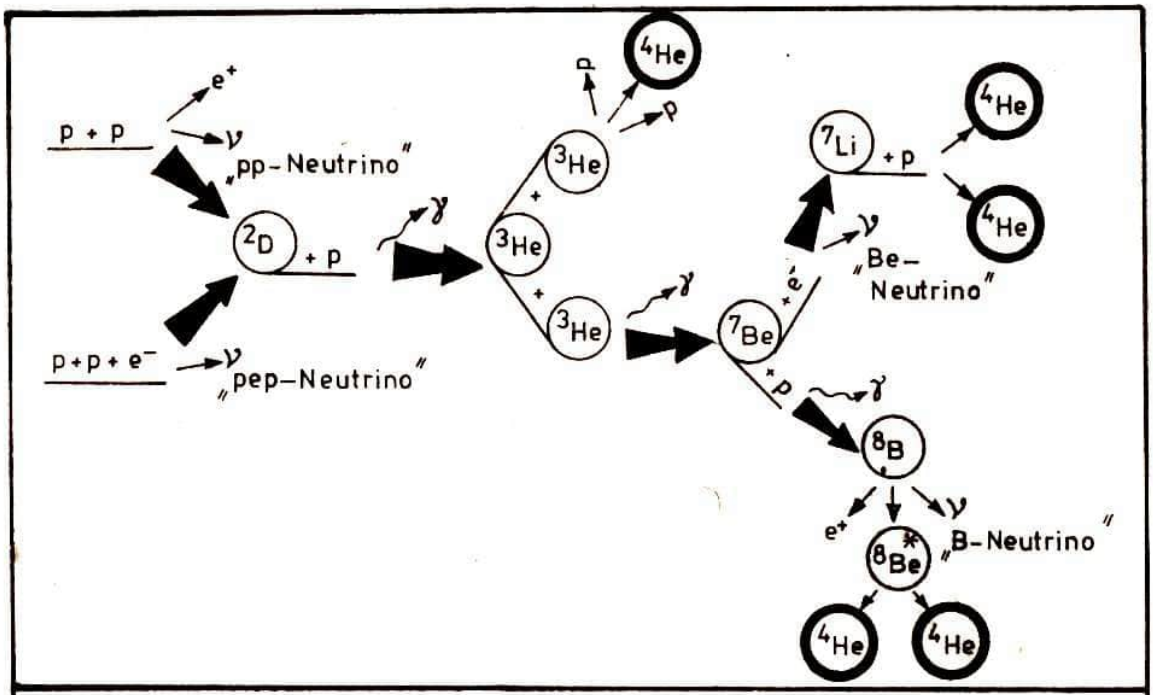

Abb.1: Schema des „Wasserstoffbrennens"
Man bezeichnet die Reaktion, da sie von Wasserstoffkernen ausgeht, auch als "Wasserstoffbrennen". Ganz so einfach, wie in der obigen Reaktionsgleichung dargelegt, verläuft das Wasserstoffbrennen allerdings nicht. Die Reaktion geht über viele Zwischenschritte, als Zwischenprodukte treten Deuterium (D), Lithium (Li), Beryllium (Be) und Bor (B) auf. Ein vereinfachtes Modell der Reaktion kann aus Abbildung 1 entnommen werden.
Wie wir in Abbildung 1 sehen, werden bei praktisch allen Zwischenschritten auch Neutrinos frei. Diese befinden sich keinesfalls in Ruhe, sie besitzen kinetische Energie und tragen so einen Teil der bei der Kernverschmelzung freiwerdenden Energie mit sich fort. Das gleiche gilt für die Positronen, doch der Weg beider Teilchenarten ist sehr verschieden:
$$^{8}B \longrightarrow {}^{4}He + {}^{4}He + e^{+} + \nu \quad \text{(s.Abb. 1)}$$
$$e^- + {}^{7}Be \longrightarrow {}^{7}Li + \nu$$ (s. Abb. 1).